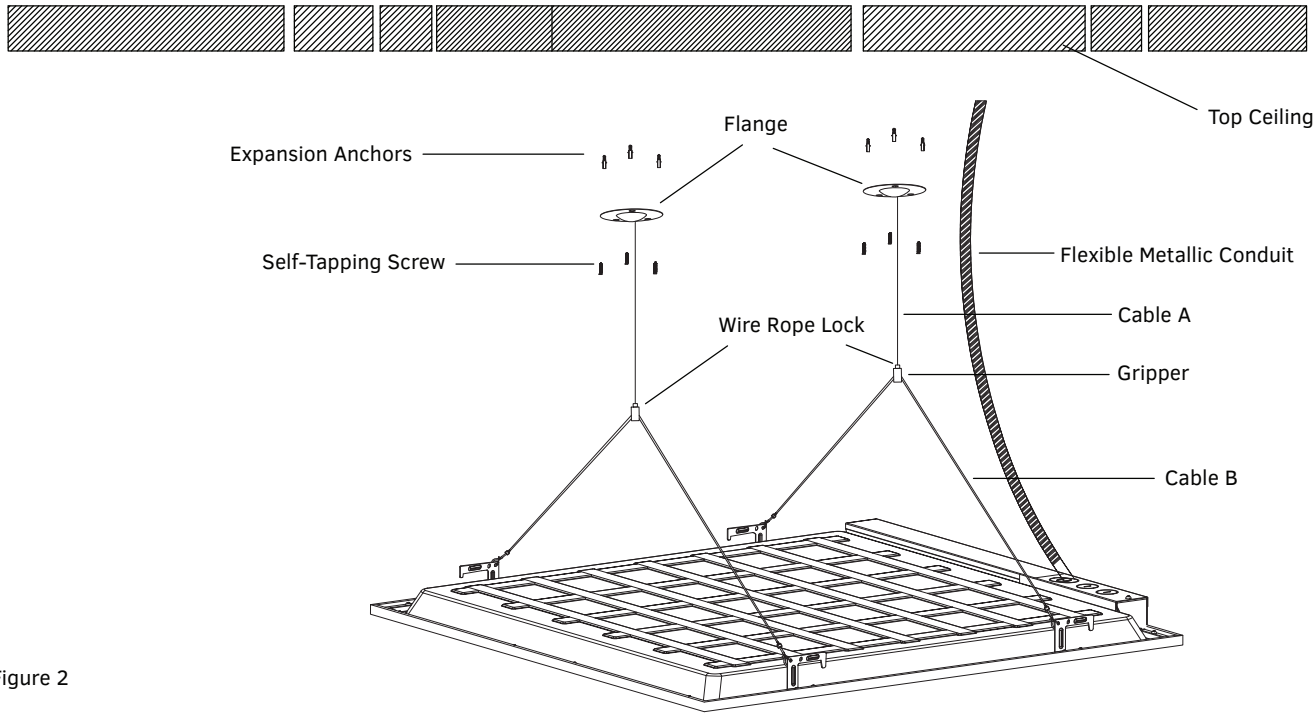

Figure 2
2. Pull the end cap of Cable A through the provided flange and make sure the end cap is securely positioned in the flange. Repeat on the other cable. Use the included self-tapping screws and expansion anchors to securely attach the two flanges to the ceiling (Figure 2).